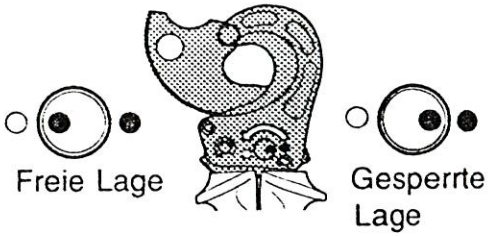

Abb. 3
1. Den beweglichen Handhebel entriegeln. Die Sperrwelle so drehen, daß der rote Markierungspunkt der Sperrwelle auf den grünen Punkt der Schneidplatte zeigt (Bild 3).